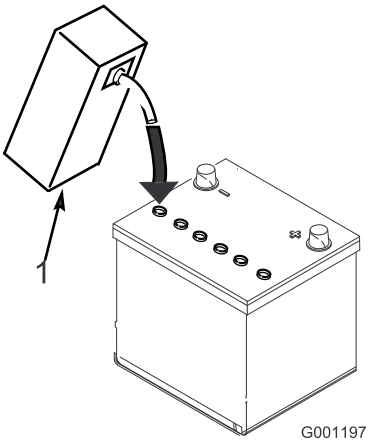

**Figuur 7**
3. Giet voorzichtig accuzuur in elke cel totdat de vloeistof ongeveer 6 mm boven de platen staat (Figuur 7).
4. Laat de platen ongeveer 20 tot 30 minuten weken in het accuzuur. Vul indien nodig bij totdat het accuzuur ongeveer 6 mm van de onderkant van de vulbuis staat (Figuur 7).